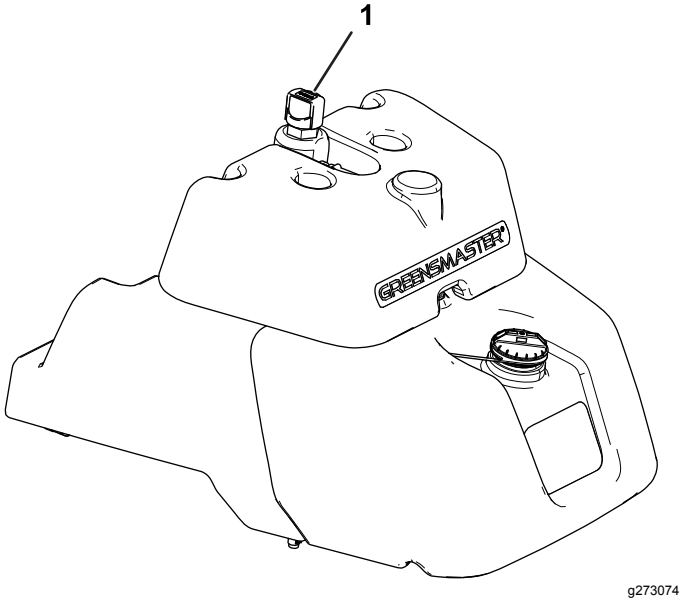

Figura 42
2. Localice la varilla en la parte superior del depósito hidráulico principal (Figura 42) y continúe con el paso 3.